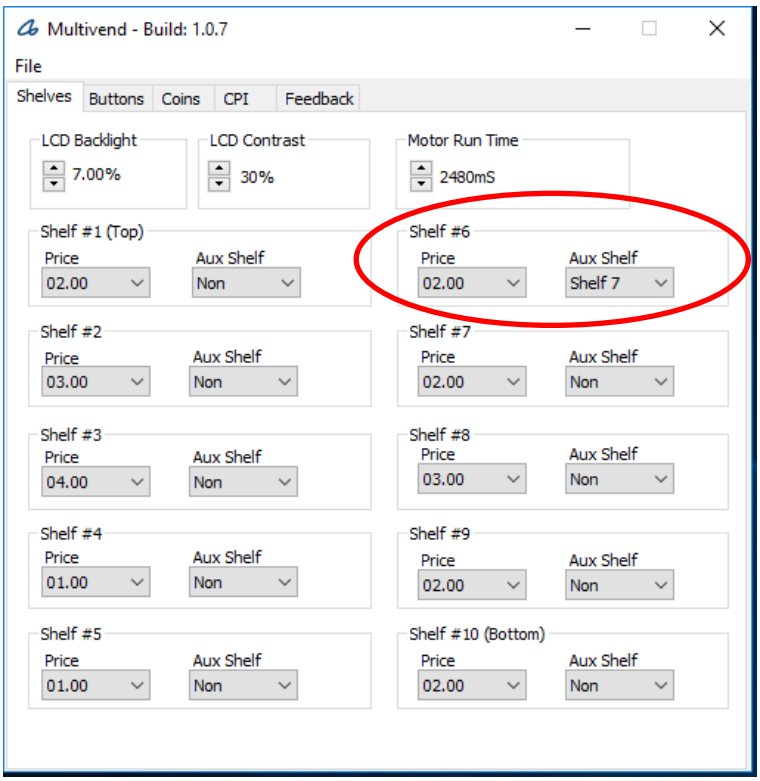
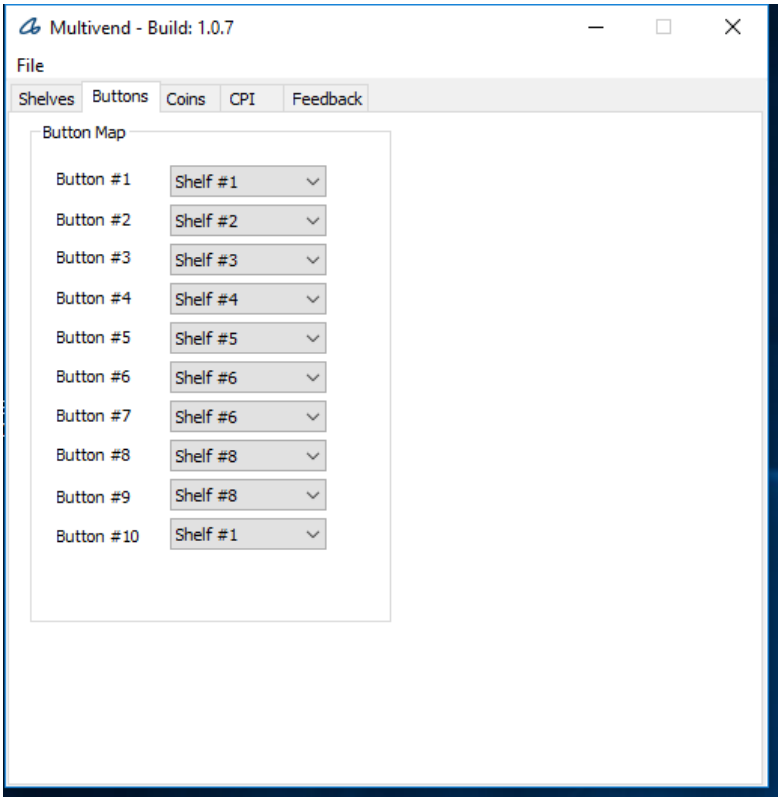

Figure 6.3 - Multivend Desktop App – Aux Shelf example.
Figure 6.4 - Multivend Desktop App – Aux Shelf button example.
See Fig 6-3 and 6-4
a) Select the Aux Shelf dropdown box on the Shelves tab of the Multivend app for the primary shelf of your choice (for example Shelf 6 in Fig 6.3 below).
b) Select the secondary shelf you would like the machine to look towards once the primary shelf has been emptied (for example, in this case the user has asked the machine to look toward shelf 7 in Fig 6.4).
c) Repeat process (a) and (b) if you would like the machine to look toward a third shelf. If not, leave the Aux shelf setting as “Non” on the secondary shelf, to stop the machine from looking for another shelf. In the example below in Fig 6.3, it can be seen the machine will not look any further than shelf 7 (the shelf 7 section has been set to “Non”).
d) Once the settings have been updated on the Shelves tab of the Multivend as seen in Fig 6.3. Select the Buttons tab on the app as shown in Fig 6.4.
e) Set the button to shelf relationship to suit the settings on the Shelves tab (in Fig 6.4, it can be seen the user has set button 6 & 7 to look at shelf 6 as the primary shelf).